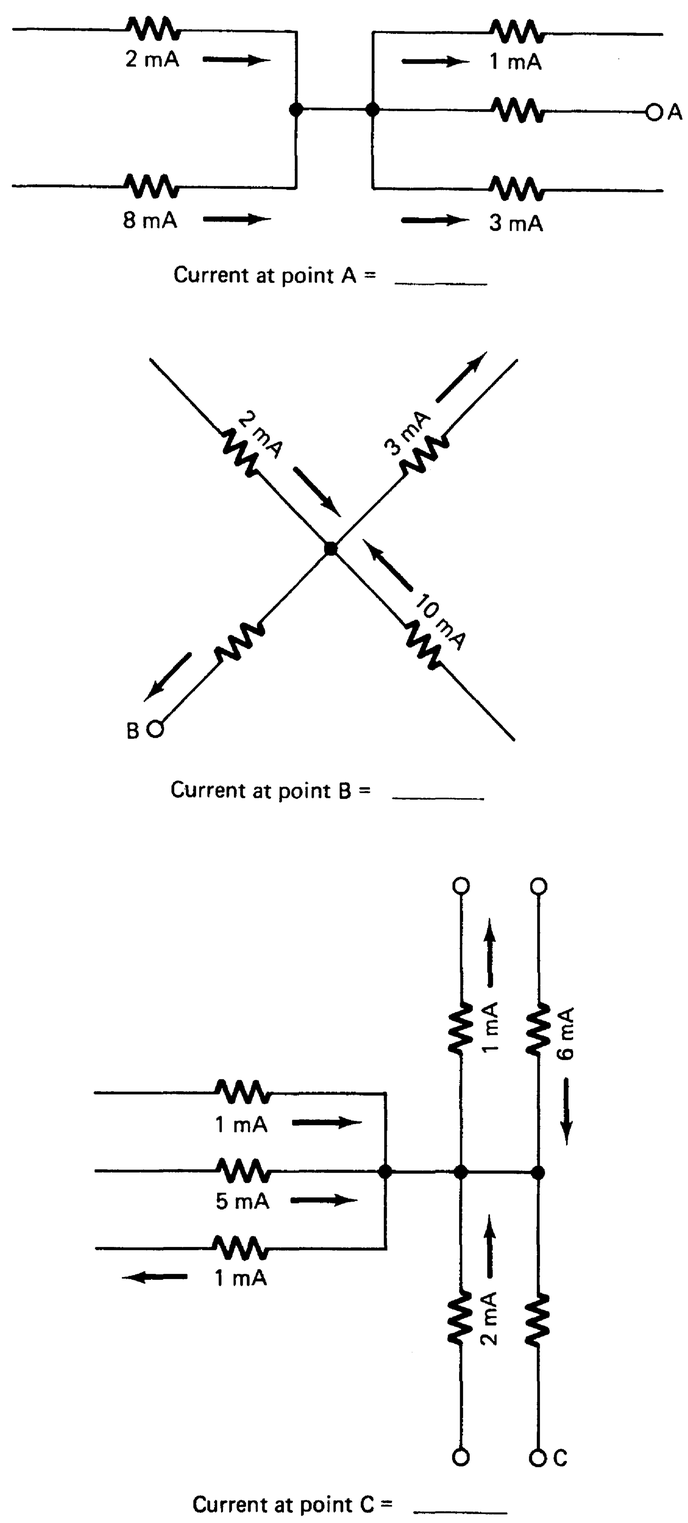

FIGURE 3-8B
3. Solve the problems of Fig. 3-8B by applying Kirchhoff's current law.